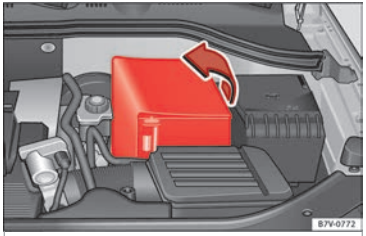

Fig. 249 In the engine compartment: lift off the cover from the vehicle's battery.
- *In the case of a cover:* fold the cover to one side to remove ››› **Fig. 249**.